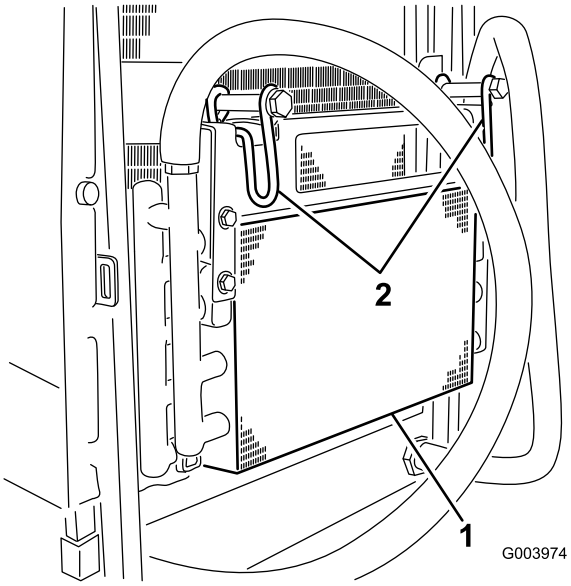

Figuur 67
5. Draai de vergrendelingen naar binnen om de oliekoeler los te maken (Figuur 67).